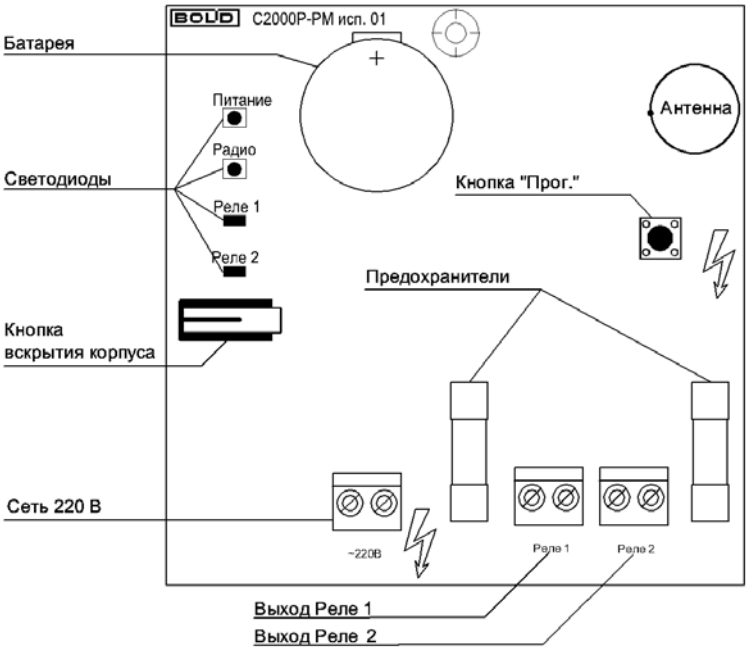

Рисунок 2.2 Расположение элементов на плате
- Зажать кнопку «Прог.» на плате модуля (см. Рисунок 2.2) на время более 3 секунд.
Тест качества связи запускается посредством короткого нажатия на кнопку «Прог.» на плате прибора (см. Рисунок 2.2). Запуск процедуры может занимать до 2 секунд, при этом прибор осуществляет анализ радиоэфира и регистрацию на оптимальном Радиоконтроллере или ретрансляторе.